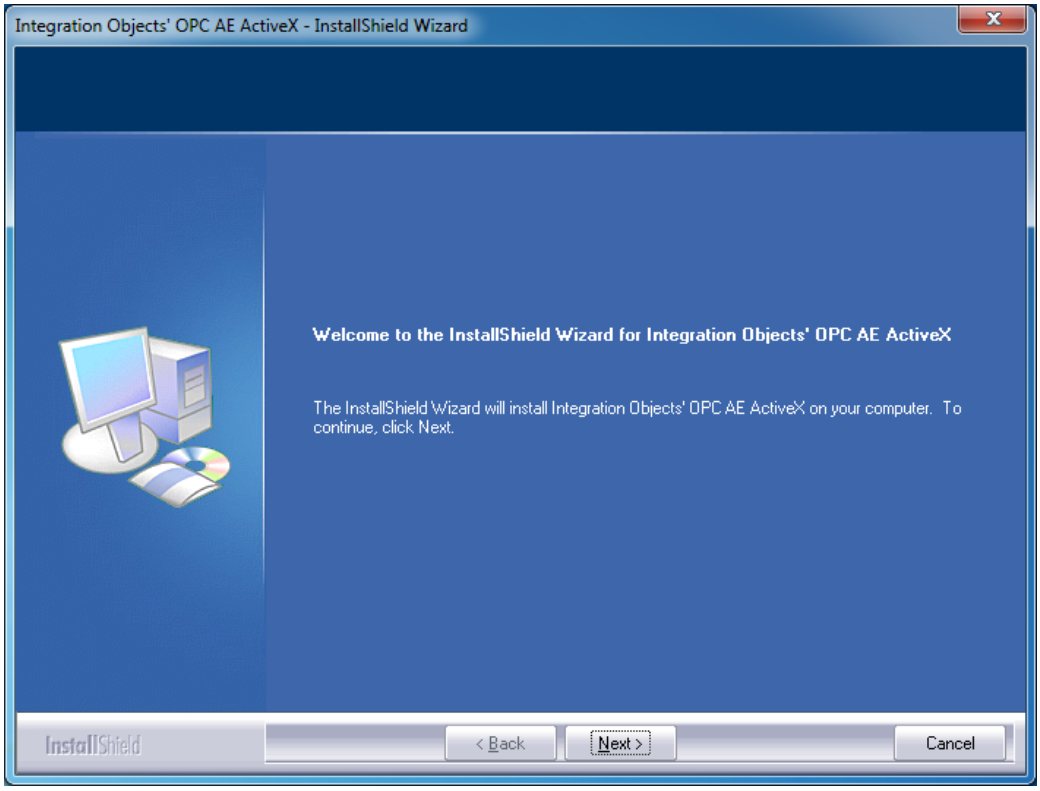

Figure 1 : Welcome Setup Wizard
1. Double-click the *Setup.exe* and the Welcome to the Integration Objects' OPC AE ActiveX Setup Wizard window will appear (see Figure 1).